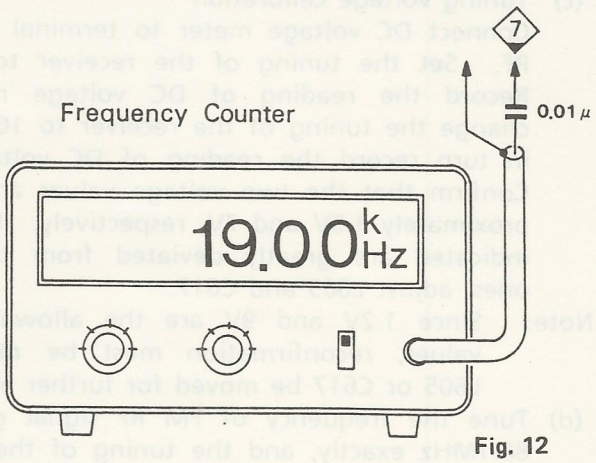

Fig. 12
(2) Align trimmer resistor R675 until the indication of frequency counter indicating 19kHz. Refer to Fig.12 illustrates the frequency counter indicating 19kHz.